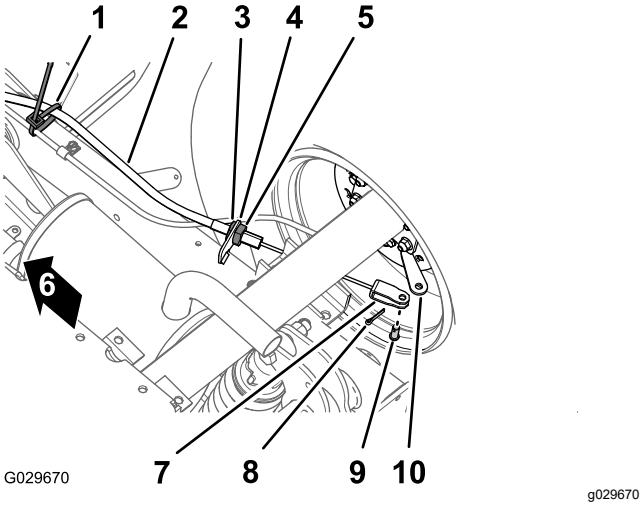

Figura 43
1. Na parte inferior da máquina, retire a braçadeira que prende o cabo do travão de estacionamento à linha do travão de serviço (Figura 43).
2. Marque a faixa de rotação na porca de bloqueio dianteira para o cabo do travão de estacionamento (Figura 43).
3. Desaperte a porca de bloqueio traseira e retire o cabo do suporte do cabo dos travões (Figura 43).
4. Retire o contrapino e o passador de forquilha que prendem a forquilha para o cabo do travão de estacionamento à alavanca do atuador do travão e afaste o cabo da alavanca (Figura 43).
1. Passe o ajustador roscado do cabo do travão de estacionamento para o suporte do cabo do travão e a forquilha na alavanca do atuador do travão (Figura 43).
3. Alinhe o ajustador roscado do cabo do travão de estacionamento para o suporte do cabo do travão e aperte a porca traseira (Figura 43).